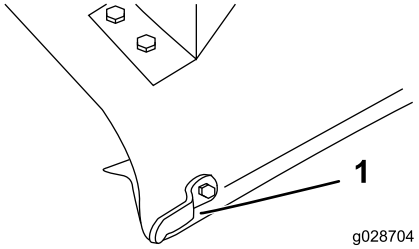

**Figure 7**
1. Repérez et percez un trou de 3/8 pouce de diamètre au centre de la butée du déflecteur (Figure 7).